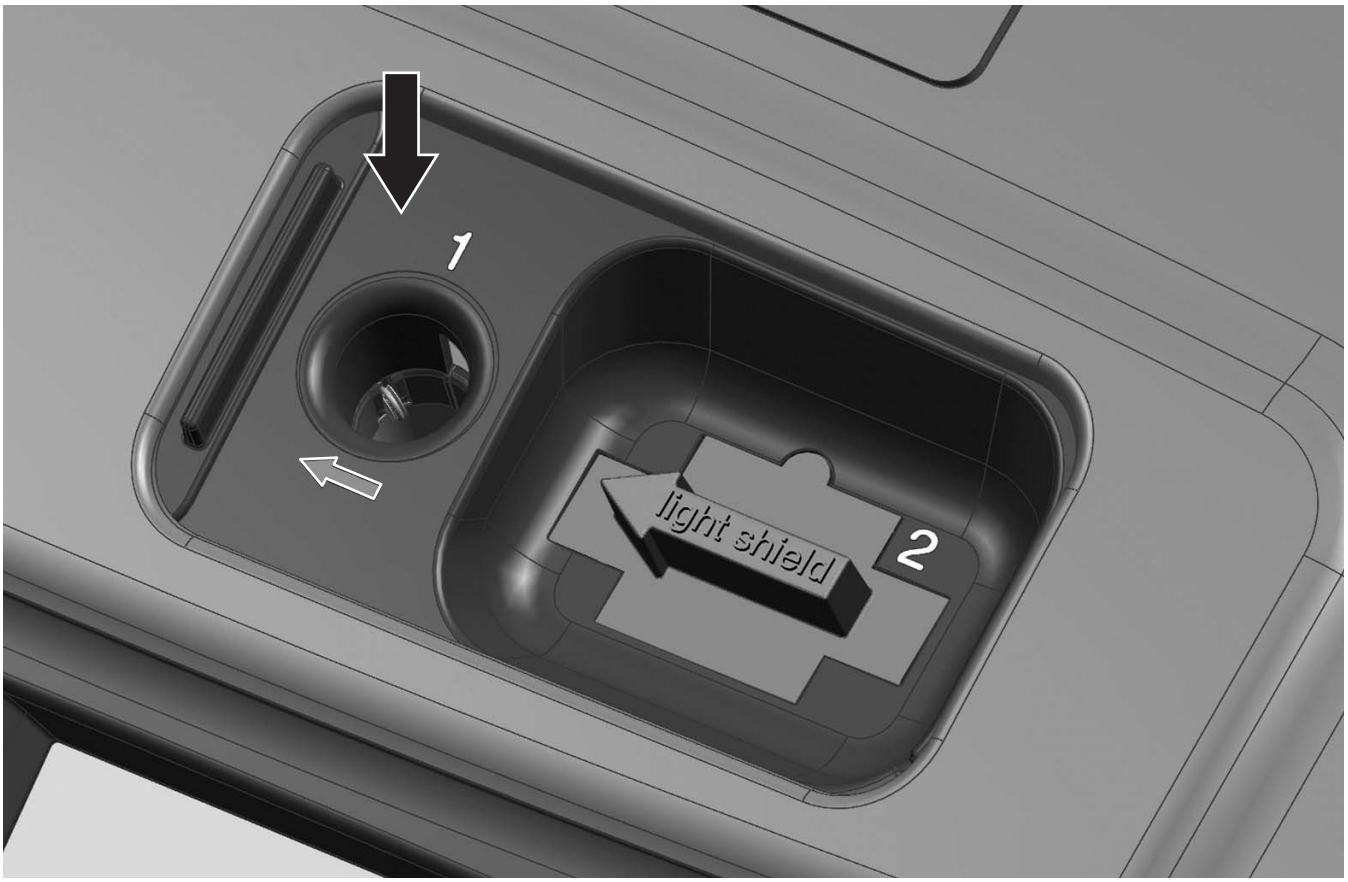

Figura 10 Compartimento da Célula nº. 1 para células redondas com código de barra de 13 mm ou frascos de 16 mm
- Quando uma célula com código de barras é colocada no Compartimento de Célula nº. 1 (Figura 10), o programa de medição correspondente é ativado no Menu Principal.